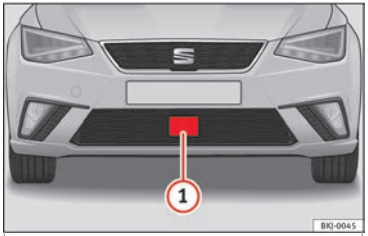

**Fig. 197** On the front bumper: radar sensor.
With the vehicle stationary, switch off the engine and start it up again. Check the radar sensor visually ››› **Fig. 197** (for dirt, ice or knocks). If it is still unavailable, refer to a specialised workshop to have the system inspected.
A radar sensor is installed on the front bumper to determine the traffic situation ››› **Fig. 197** (1).
This message will be displayed to the driver if the radar sensor's vision is impaired due, for example, to leaves, snow, heavy fog or dirt. Clean the sensor ››› Fig. 197.